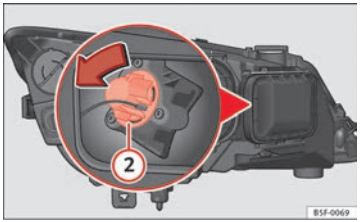

Fig. 143 Lâmpada das luzes indicadoras de mudança de direcção
– Rode o porta-lâmpadas ⇒ Fig. 143 (2) para a esquerda e puxe.